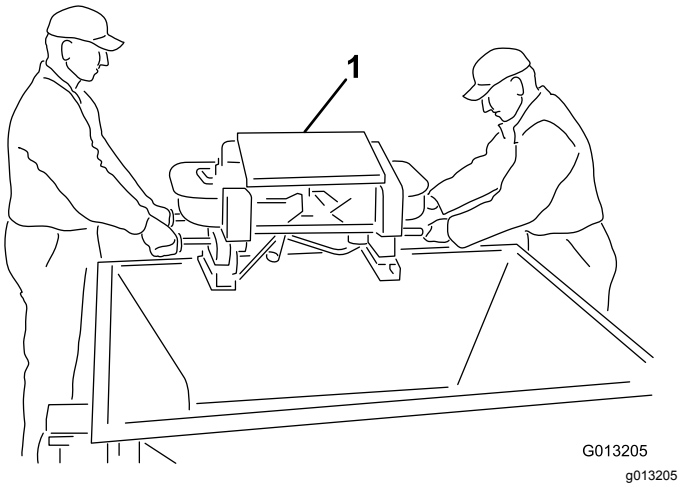

Figur 5
4. Lyft ut dubbelspridaren ur tråget med hjälp av dubbelspridarens handtag och ställ dubbelspridaren på marken (Figur 5).